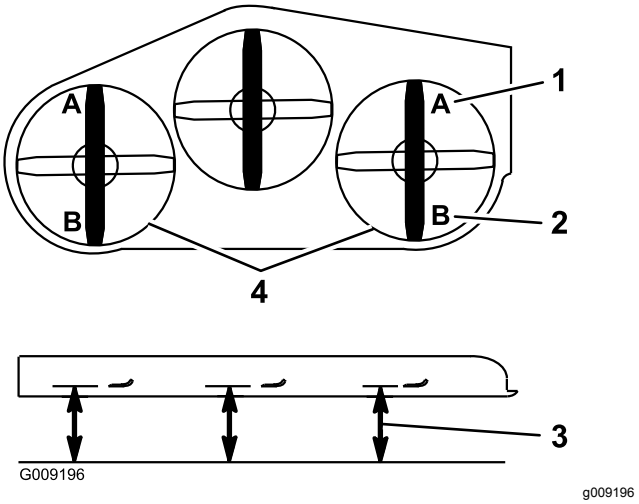

Figur 94
9. Mät från den plana ytan till den främre knivspetsen på däckets båda sidor (position A) enligt Figur 94.
16. Mät från den plana ytan till den bakre knivspetsen på däckets båda sidor (punkt B) enligt Figur 94.